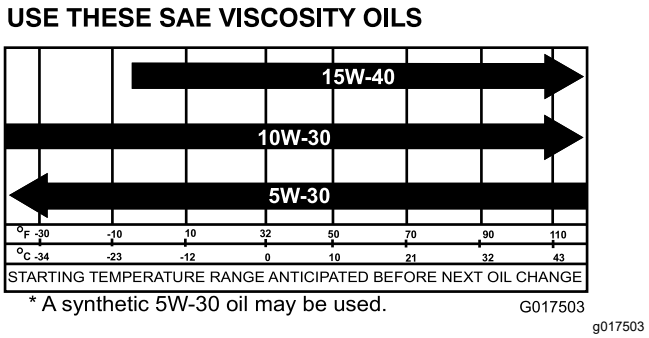

Figur 36
5. Fyll på angiven olja i vevhuset (Figur 36).